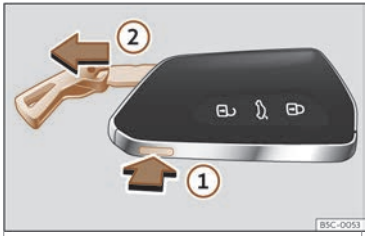

Fig. 73 Clau del vehicle:extreure l'espasí.
- Premeu el botó››› fig. 73 ① per fer sortir l'argolla a manera de clauer i poder extreure l'espasí ②. Si premeu lleugerament sobre l'argolla, aquesta es quedarà fixa a manera de clauer.
- Premeu el botó››› fig. 73 ① per desbloquejar. Premeu el botó ① i, al mateix temps, estireu l'argolla en la direcció de la fletxa ››› fig. 73 ② per extreure completament l'espasí.